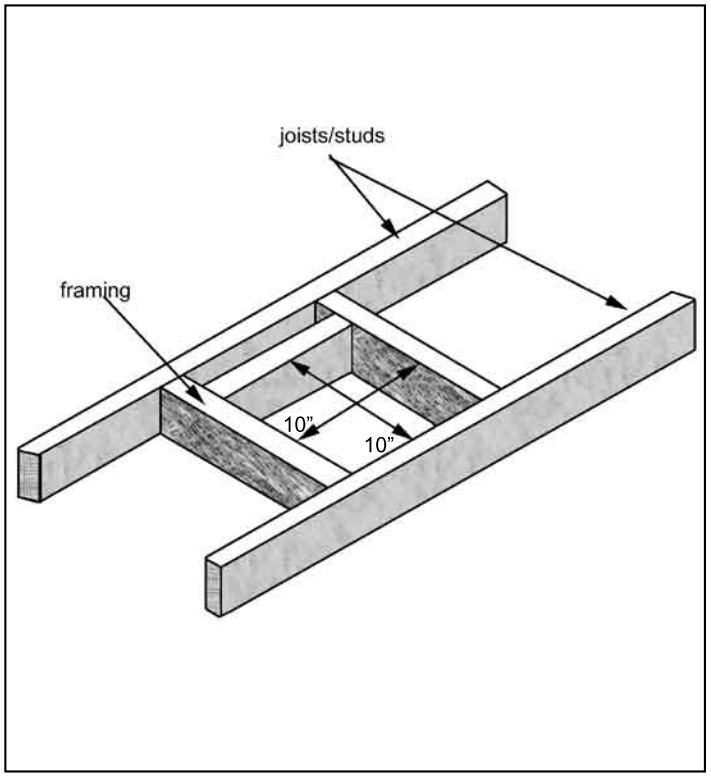

Figure 15. Vent Framing Through Wall/Ceiling
A 1 inch (2.5cm) clearance to combustibles must be maintained around any vertical vent pipe. Around a horizontal vent pipe, the clearance to combustibles should be 2 inches (5cm) above and 1 1/2 inches (4cm) on the sides and bottom. When combustible materials are directly above a 90° elbow, 5 inches (12.7cm) of clearance are necessary. A 10 inches (25cm) x 10 inches (25cm) frame will assure the proper support and spacing for the vent pipe as it passes through the wall. Installations in Canada require that a wall thimble be used for passing through walls and ceilings. See Figure 15. All sealing and vapour barriers must comply with local building codes.
Step 3. With the pipe in the correct position and attached to the fireplace, mark the wall for a 10 inches (25.4cm) x 10 inches (25.4cm) square hole (see Figure 15). The center of the hole should match the center line of the horizontal pipe. Cut and frame the hole in the exterior wall where the vent will be terminated. If the wall being penetrated is made of a non-combustible material (i.e. masonry or concrete), a 7 inches (17.8cm) hole is acceptable.
Step 3. To install the wall thimble in a **flat ceiling**, cut a 10 inches (25.4cm) x 10 inches (25.4cm) square hole in the ceiling. The previously drilled hole should be at the center of the new hole. The square hole should be framed. See Figure 15. For other roof pitches see Table 1.